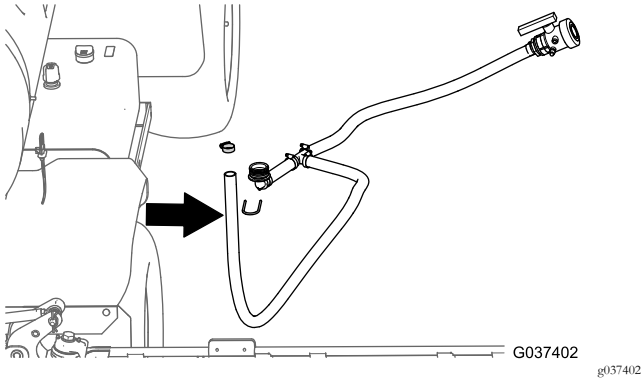

Figura 30
5. Retire las mangueras de desvío y vaciado de la máquina (Figura 30).